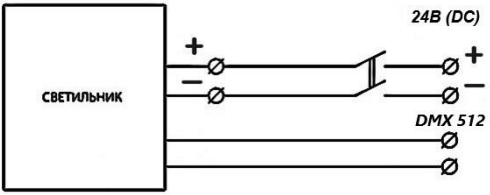

Рис.2. Схема подключения светильника
4.3. Подсоединить сетевые провода согласно схеме на рис. 2, обеспечив степень защиты не ниже IP67.